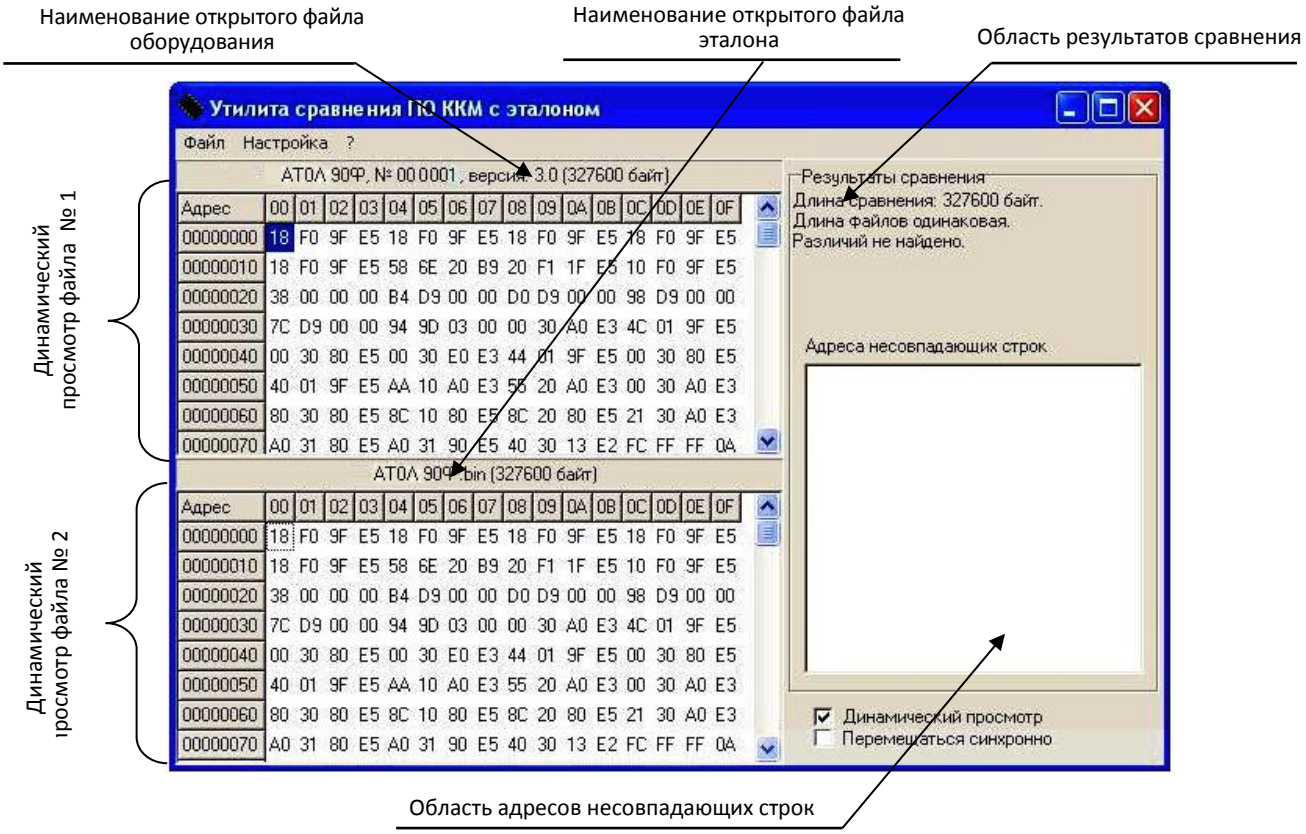

Рисунок 36. Окно утилиты **Comparer.exe** (открыто содержимое файлов эталона и считанного с ККТ)
3. Запустить на ПК утилиту сравнения **Comparer.exe** (смотри рисунок 36), которая предоставляется технической поддержкой компании АТОЛ.